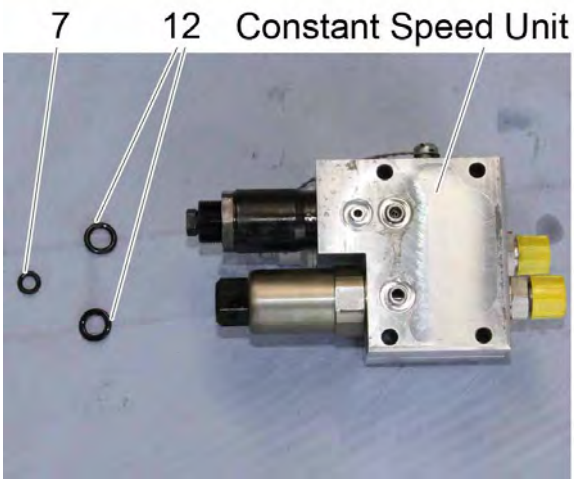

Figure 17
14. Fit the small O-ring (item 7) and the two bigger O-rings (item 12) into the designated places at the Constant Speed Unit (CSU). See Figure 17.